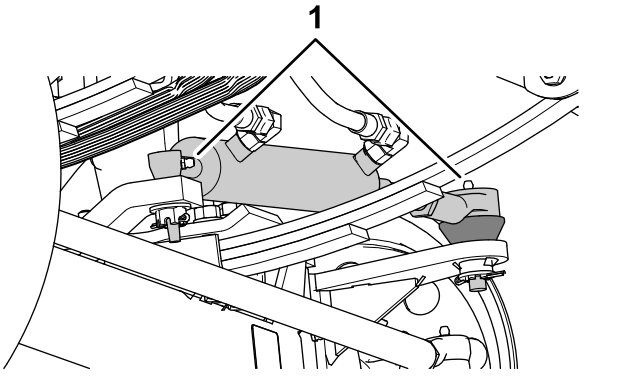
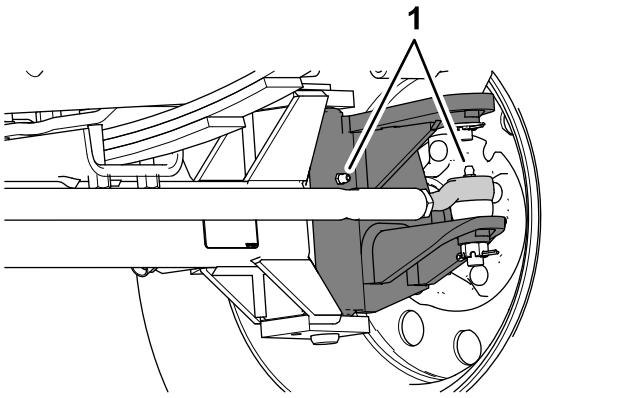

Bild 66
Bild 67
1. Wischen Sie die Schmiernippel mit einem sauberen Lappen ab (Bild 66 und Bild 67).
2. Pressen Sie Fett in die Schmiernippel (Bild 66 und Bild 67).
Hinweis: Die Positionen der Schmiernippel sind in Bild 66 abgebildet.